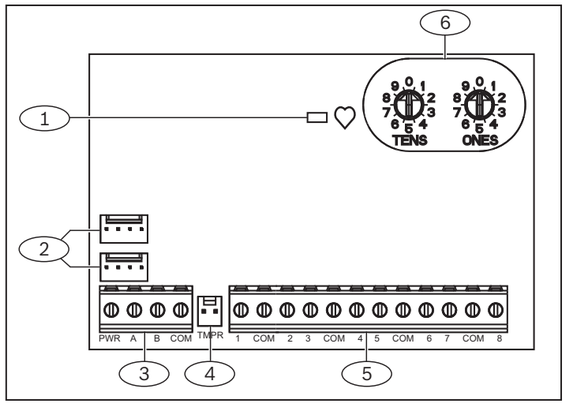
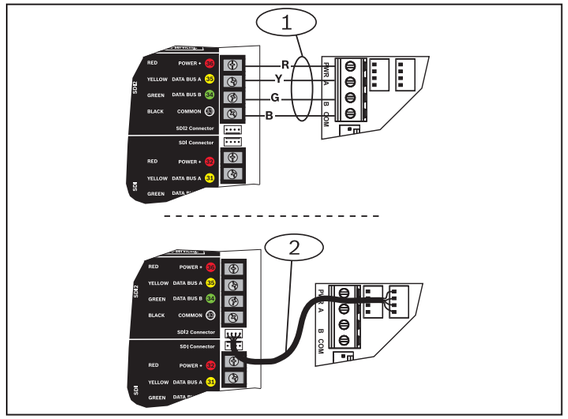

Figure 1.1: Board overview
Figure 3.2: Using terminal strip or interconnect cable wiring D9412GV4 shown)
2. Plug the tamper switch wire onto the module's tamper switch connector. Refer to *Figure 1.1*.
When you wire the module to a control panel, you can use either the module's terminal strip labeled with PWR, A, B, and COM, or the module's interconnect wiring connectors (wire included). Interconnect wiring parallels the PWR, A, B, and COM terminals on the terminal strip. *Figure 1.1* indicates the location of both the terminal strip and the interconnect connectors on the module. Refer to *Figures 3.2*, *3.3*, and *3.4*.